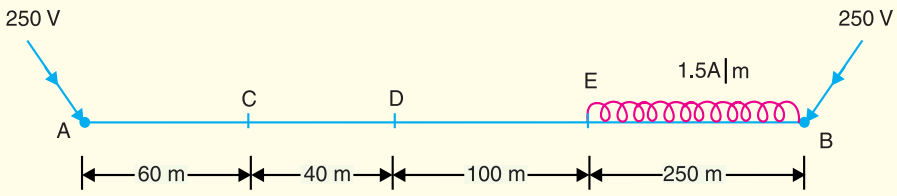

Fig. 13.35
3. A d.c. 2-wire distributor *AB* is 450 m long and is fed at both ends at 250 V. The distributor is loaded as shown in Fig. 13.35. The resistance of each conductor is 0·05 Ω per km. Find the point of minimum potential and its potential. **[261·74 m from A ; 247·35 V]**